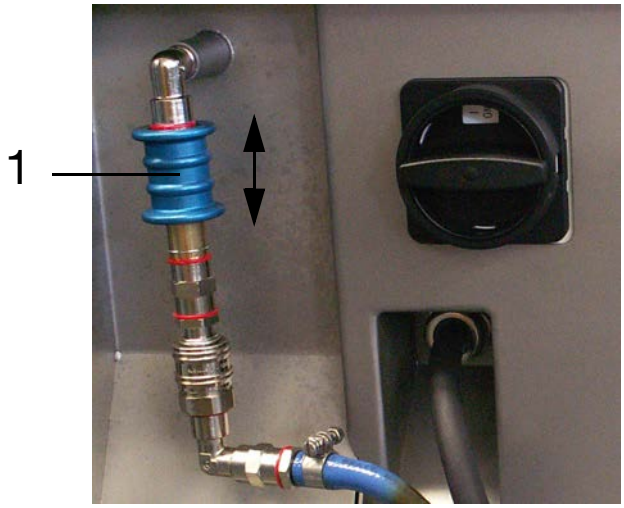

Fig. 1-4 1 Release valve
- It must be confirmed that the air pressure has been released by operating an air operated device on the machine. For this purpose move release valve (1, Fig. 1-4) on supply connection in the direction of arrow to open.